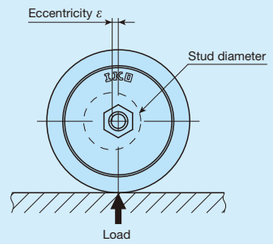

Fig. 7 Reference position for adjusting of Solid Eccentric Stud Type Cam Followers and Eccentric Type Cam Followers
❶ For Solid Eccentric Stud Type Cam Followers and Eccentric Type Cam Followers, a reference position for adjustment is defined as the IKO mark at the side face of stud collar located in the position specified in Fig. 7. Use this as a reference. Adjust the outer ring position by rotating it using the hexagon socket on the stud head. The stud is fixed with a nut and a spring washer, etc. The tightening torque should not exceed the values of maximum tightening torque shown in the table of dimensions.